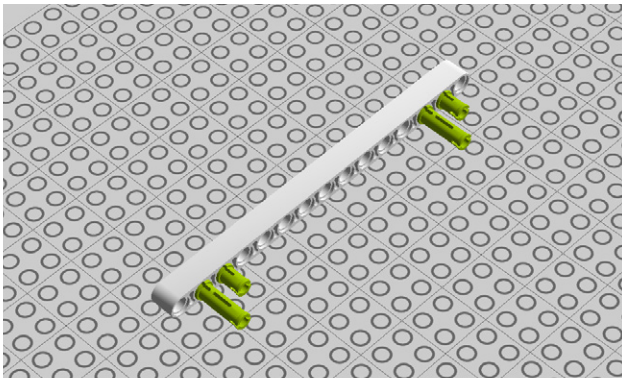

Figure 5-78. *Step 71: Preparing the beams and pegs*
71. Begin with a beam, then add two pegs and two 3M pegs. Figure 5-78 shows how to lay them out.